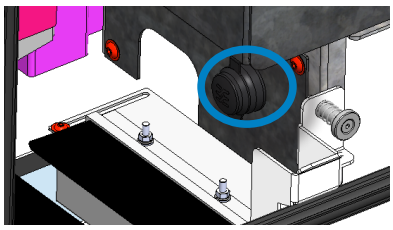

Figure 35: Step 4.
4.- If an Ethernet cable needs to be installed, insert a cable of the recommended type, **S/FTP Cat5e**, through the plate together with the power cables, and connect it to the dedicated input indicated in **Figure 35**.